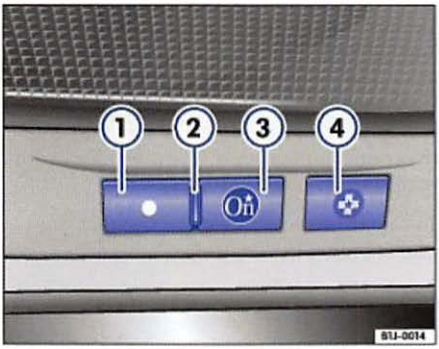

Fig. 4 OnStar emergency button
– In an emergency, press the button ⇒ fig. 4 (4) to connect with an OnStar Advisor.